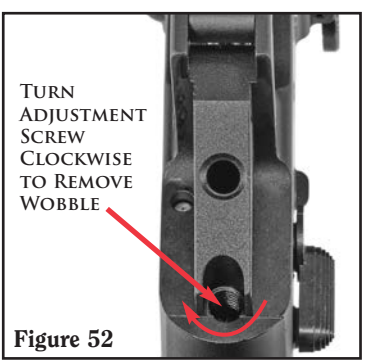

Figure 52
2. Locate the adjustment screw underneath the pistol grip. (See Figure 52.)